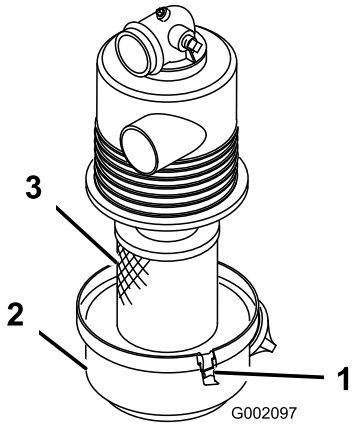

Figur 33
3. Frigör spärrhakarna som fäster luftrenarkåpan till luftrenaren. Skilj kåpan från luftrenaren. Gör ren insidan av luftrenarkåpan Figur 33).
4. Skjut försiktigt ut filtret ur luftrenarstommen för att minska den mängd damm som drivs ut (Figur 33). Undvik att slå filtret mot luftrenarhuset.